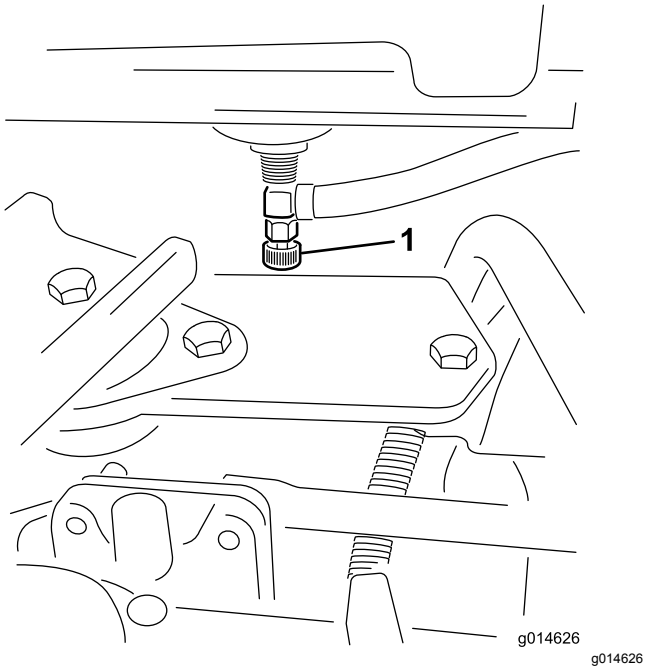

Figur 48
1. Stäng bränslekranen (Figur 48) under bränsletanken.